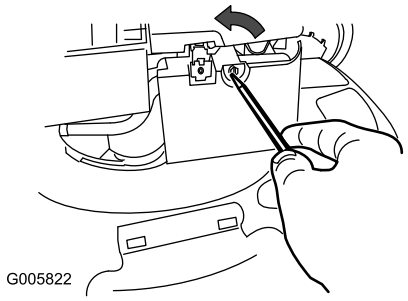

Figur 17
1. Brug en skruetrækker til at åbne luftfilterdækslet (Figur 17).